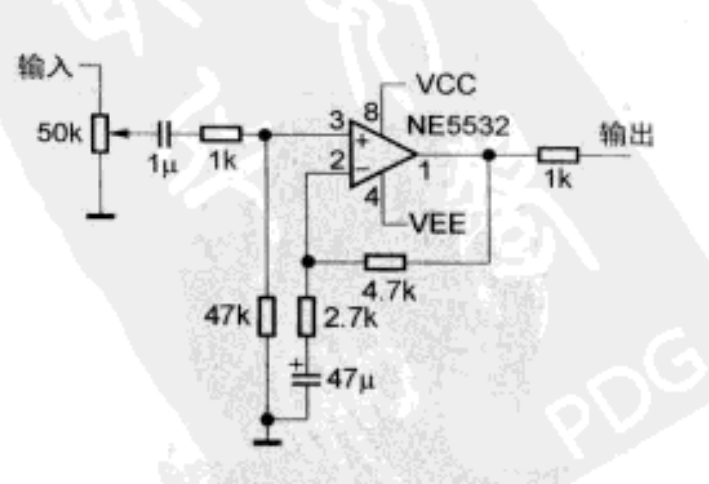

图1 前级电路
笔者打算DIY一个驳接6.5英寸书架音箱的小型功放，选择LM1876芯片，打算采用“前级+后级”的主体构架。前级负责小信号电压放大和音量控制，考虑到制作的方便，决定用曾经称之为运放之皇的NE5532运放做一个简单的正相放大电路（图1），而功放电路决定就采用官方的标准电路结构（图2）。电源变压器采用100W环形变压器，双24V交流输出。为了给电路提供一个稳定、高质量的电源，电源电路采用LM317和LM337构成的有源伺服稳压电路，并且用A1943/C5200大功率对管进行扩流，以供功放使用（图3）。因为电源是功放系统的心脏，是提供动力的源泉，所以电源上的设计绝不能马虎。因此笔者抛弃了常用的简单整流滤波电路，而不惜下重本在电源电路（在整套系统中，电源是笔者投入最多的部分）。
1. 前级电路：从图1可见，音源信号从输入端口进来，经过50kΩ的电位器进行音量控制。4.7kΩ和2.7kΩ电阻的比值决定了前级的放大倍数，此处增益为4.7kΩ/2.7 kΩ+1≈2.7（倍）。1μF耦合电容和47μF的电解电容应选择质量好的，耦合电容也可以用2个质量好的电解电容同极串联为无极性电解电容，这样的效果也很好。运放的4、8脚需要分别接100μF的电解电容并联0.1μF的CBB电容到地线退耦，以提高电源质量，减小干扰。电阻均选用高精度0.25W金属膜电阻。运放可以选用运放插座，那样还可以更换不同的运放，以得到不同的音色和更好的